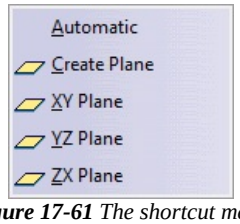

Figure 17-61 *The shortcut menu*
d. Create a datum plane for making the deformation symmetric about centerline, refer to Figures 17-61 through 17-63.
Points dialog box; a shortcut menu is displayed, as shown in Figure 17-61.